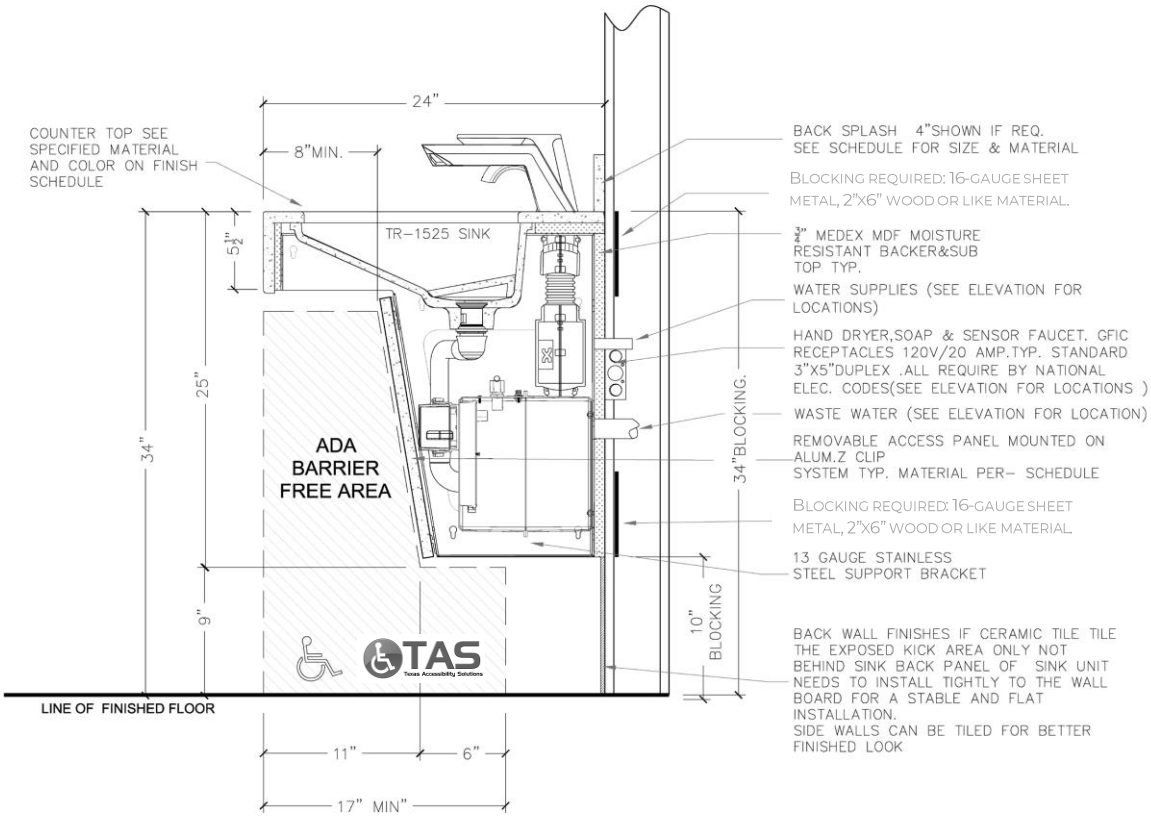

FIGURE 2
1. **WALL BRACKET AND ENCLOSURE INSTALLATION (G):**
b. BLOCKING – Suggested 16 gauge sheet metal, 2"x6" or like material between studs at required heights per **FIGURE 2**)
3. **SINK/ DECK INSTALLATION (F):**